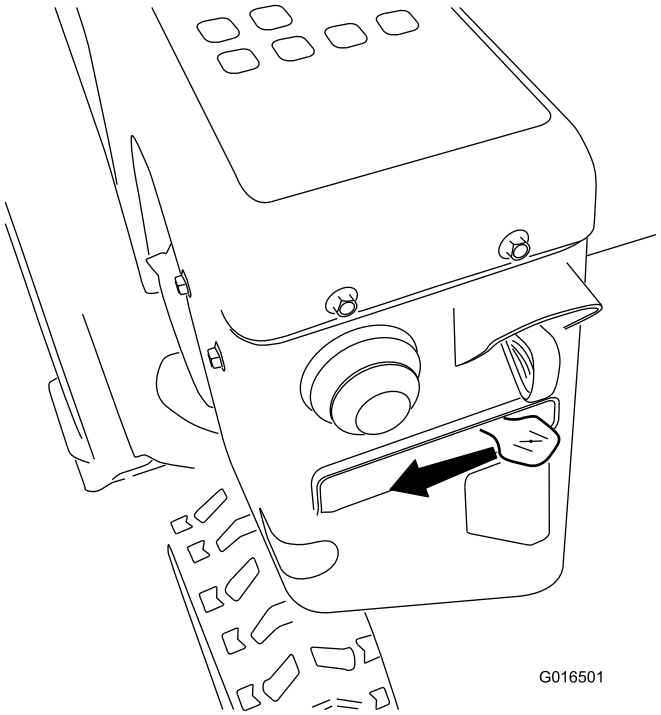

Figur 24
5. Sett choken til CHOKE-stilling (Figur 24).